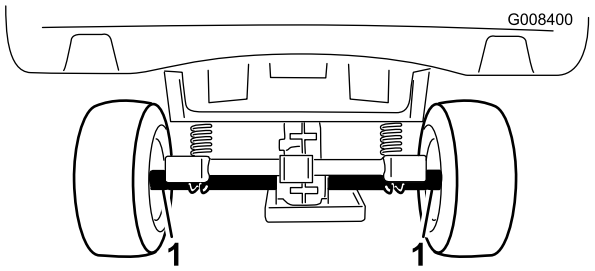
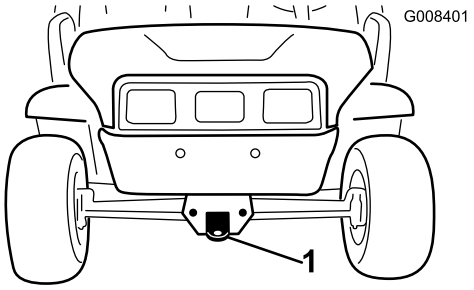

Figur 21
Figur 22
Bruk en tilhenger for å flytte maskinen store avstander. Pass på at maskinen er godt festet til tilhengeren. Se Figur 21 og Figur 22 for informasjon om festepunktene på maskinen.
2. Fest et tau til tungen på frontrammen (Figur 22).